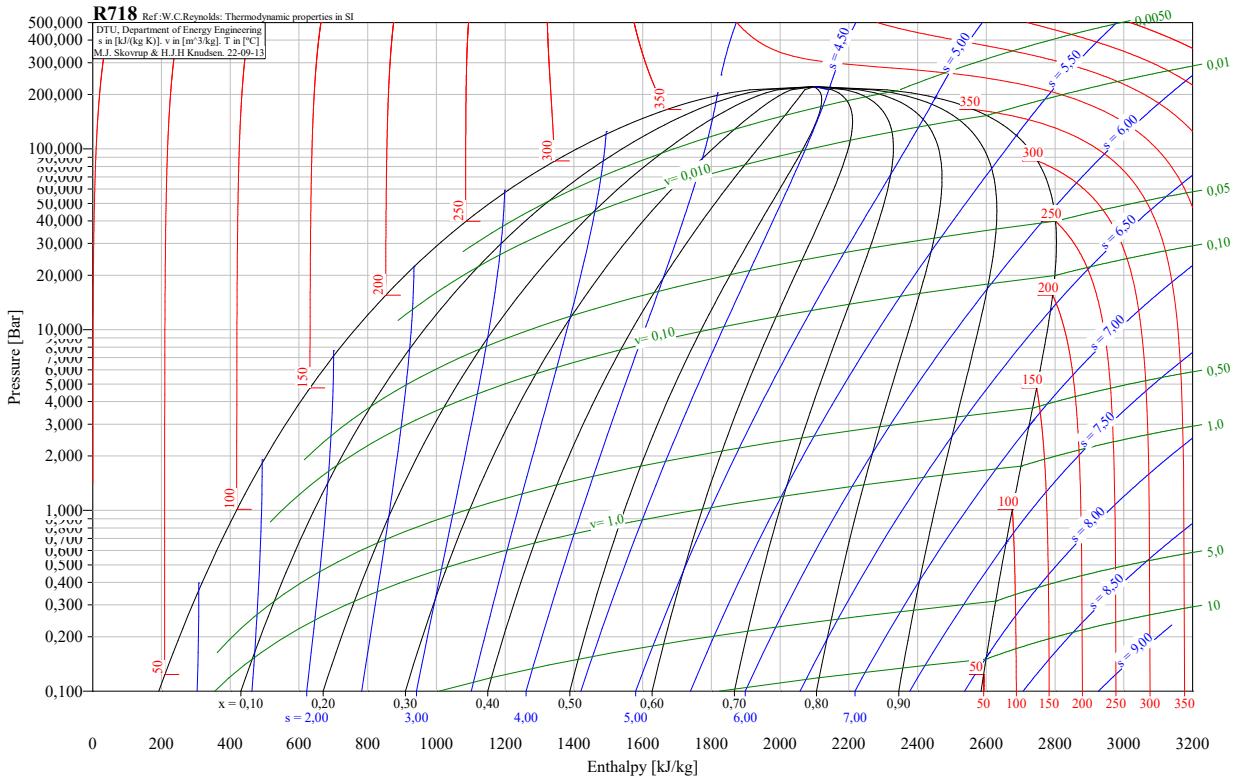

Fig. 5.10 – Diagramme (p, h) de l'eau.
2) Sur le diagramme enthalpique (p, h) de l'eau de la Fig. 5.10, placer avec soin et à l'échelle, les points A', B, C, D du cycle. Expliciter la méthode.